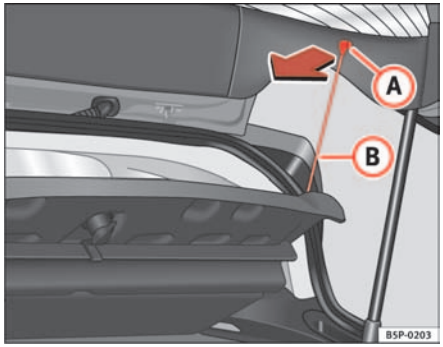

Fig. 120 Luggage compartment cover
– Disengage the loops ⇒ fig. 120 (B) from the allotments (A)